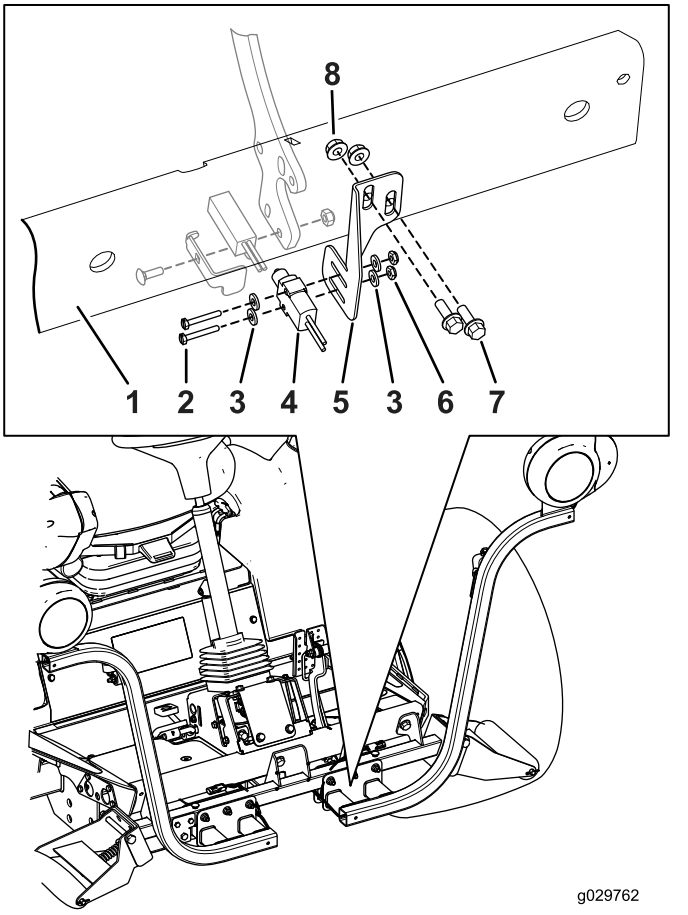

Figure 17
Remarque: Vous devrez monter ou descendre le support du capteur de frein pour aligner le capteur sur la plaque de capteur de frein (Figure 17).
4. Fixez légèrement le capteur de frein sur son support à l'aide des 2 vis à tête fendue (nº 6 x 1"), 2 rondelles et 2 écrous à embase (Figure 17).